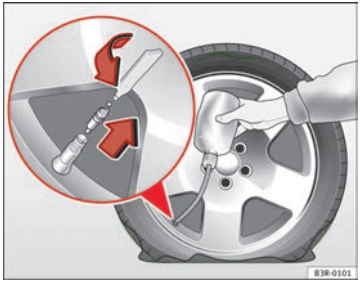

Fig. 164 Tyre: top up
– Take the valve cap off the tyre valve and use a screwdriver ⇒ Fig. 164 to unscrew the valve insert.